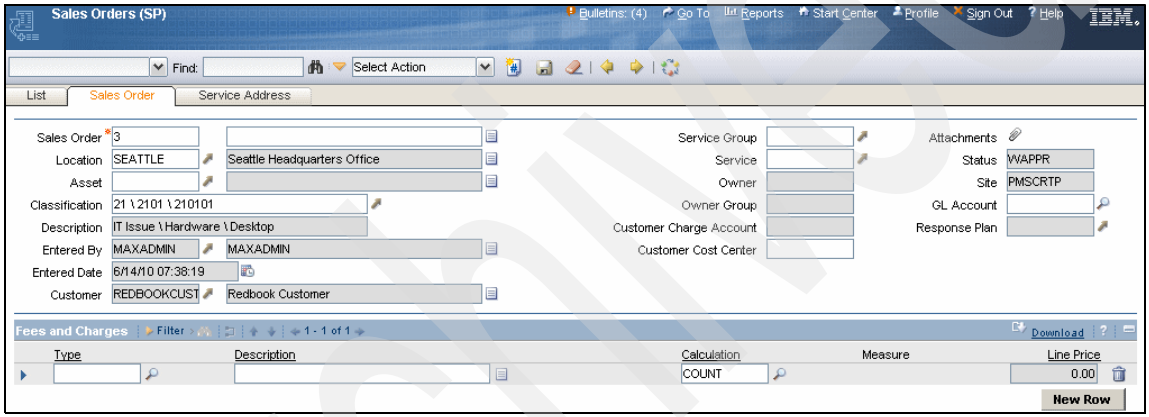

Figure 12-24 Sales Orders (SP)
1. Select **Go To** → **Service Provider (SP)** → **Sales Orders(SP)**.
4. Select **IT Issues \ Hardware Issue \ Desktop Hardware Issue**, as shown in Figure 12-24.